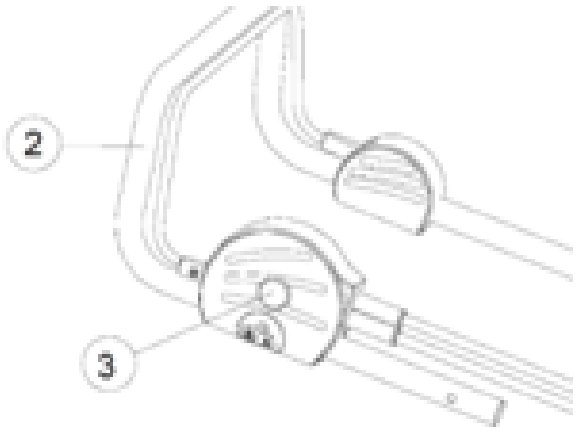

Rys. 10
2. Dociśnij dźwignię wyłącznika (Rys. 10, poz. 2) do uchwytu górnego.
3. Zwolnij przycisk bezpieczeństwa (Rys.10, poz. 3).
Aby wyłączyć urządzenie zwolnij dźwignię wyłącznika (Rys. 10, poz. 2). Wyłącznik bezpieczeństwa musi wrócić na swoją oryginalną pozycję.